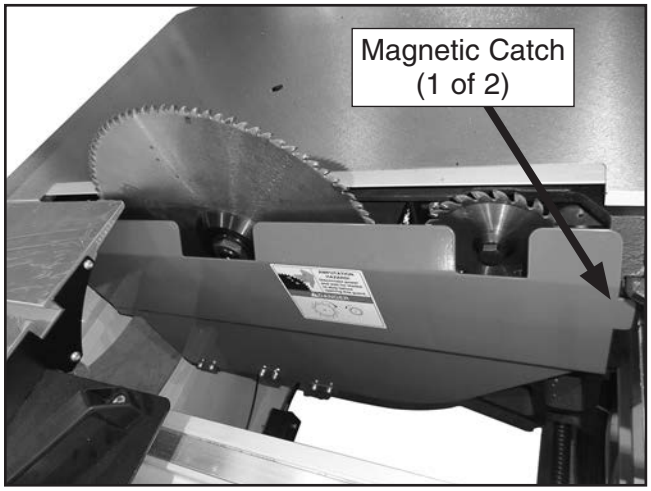

Figure 35. Location of magnetic catches that secure blade cover.
23. Move sliding table all the way forward to expose blade cover. Pull blade cover toward front of machine to disengage magnetic catches (see **Figure 35**).